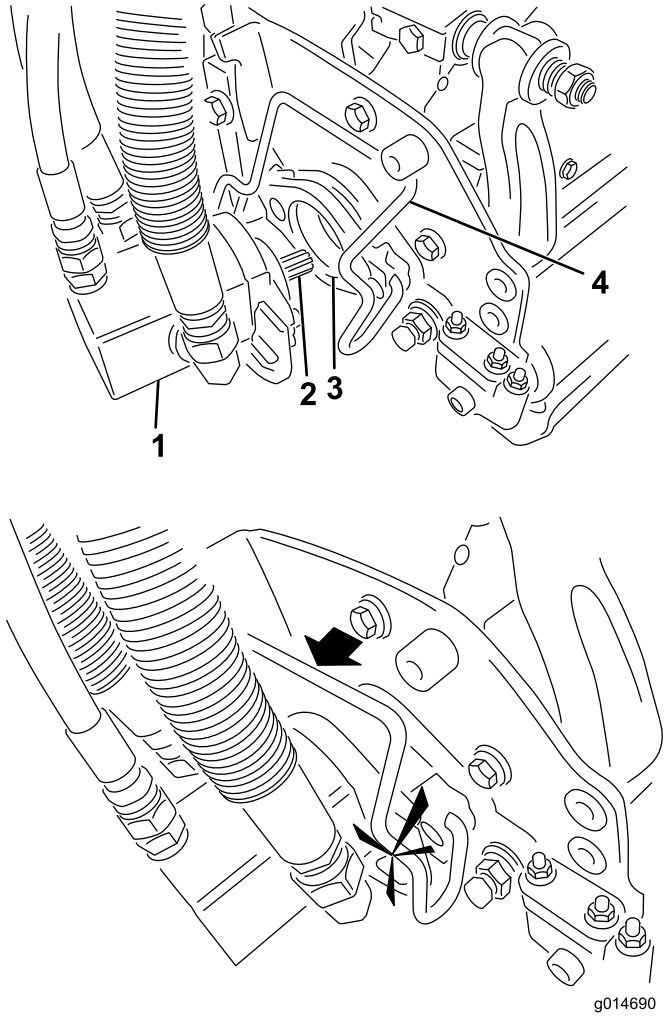

**Figuur 35**
5. Smeer schoon vet op de sleufas van de motor van het maaidek (Figuur 35).
6. Steek de motor in de linkerkant van het maaidek (gezien vanuit de bestuurdersstoel) en trek de motorbevestigingsstang op het maaidek in de richting van de motor totdat u aan beide kanten een klik hoort (Figuur 35).